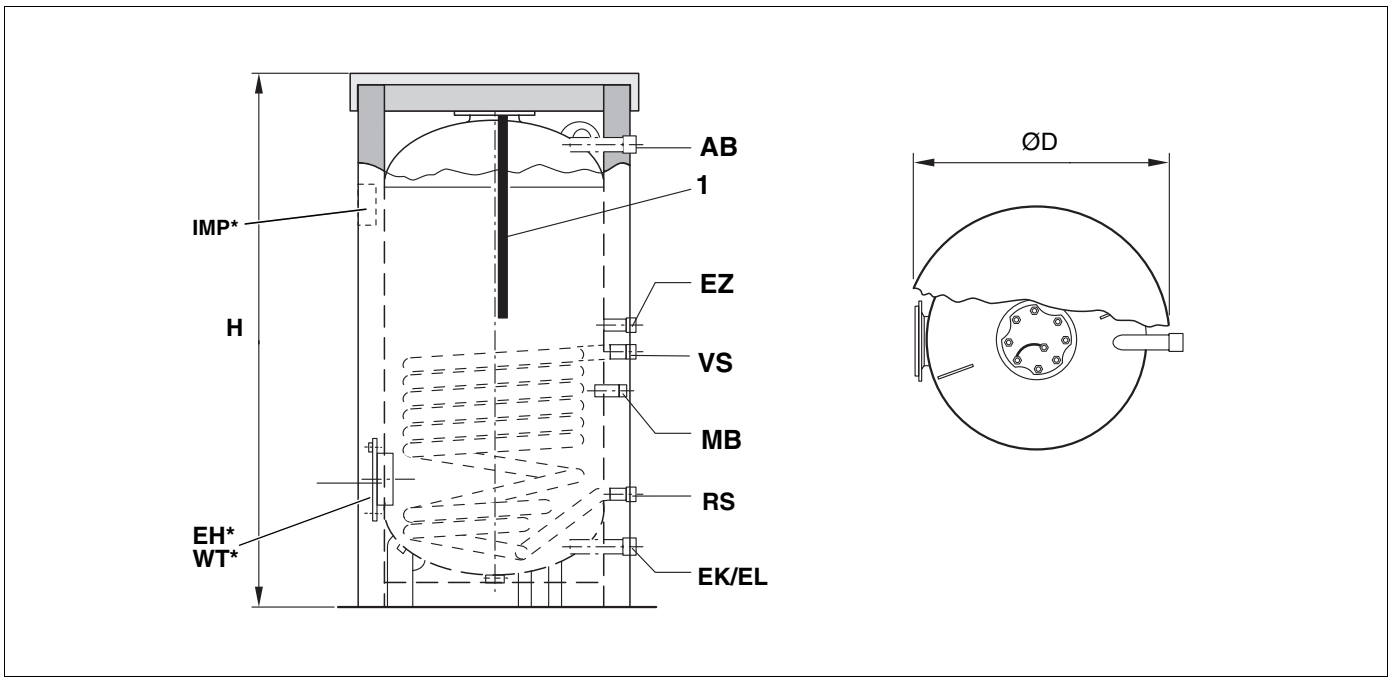

Fig. 2 Dimensiuni şi racorduri
- Senzorul cu teaca de imersie se montează în spatele boilerului (fig. 2, pagina 4).